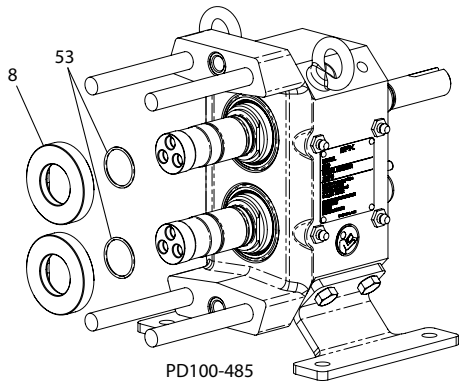

Figura 34 - Rimozione delle sedi delle tenute
1. Staccare le sedi della tenuta (Figura 34, articolo 8) dagli alberi. Fare attenzione a non danneggiare le sedi o gli alberi.